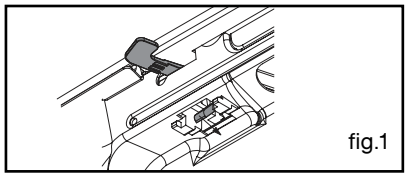

fig.1
- Tryck på bygeln som sitter under listen till dess att systemet aktiveras. Stäng luckan (fig.1).
• För bättre stabilitet, fäst ugnen i möbeln med 2 skruvar i avsedda hål på de vertikala posterna (se fig. 1).